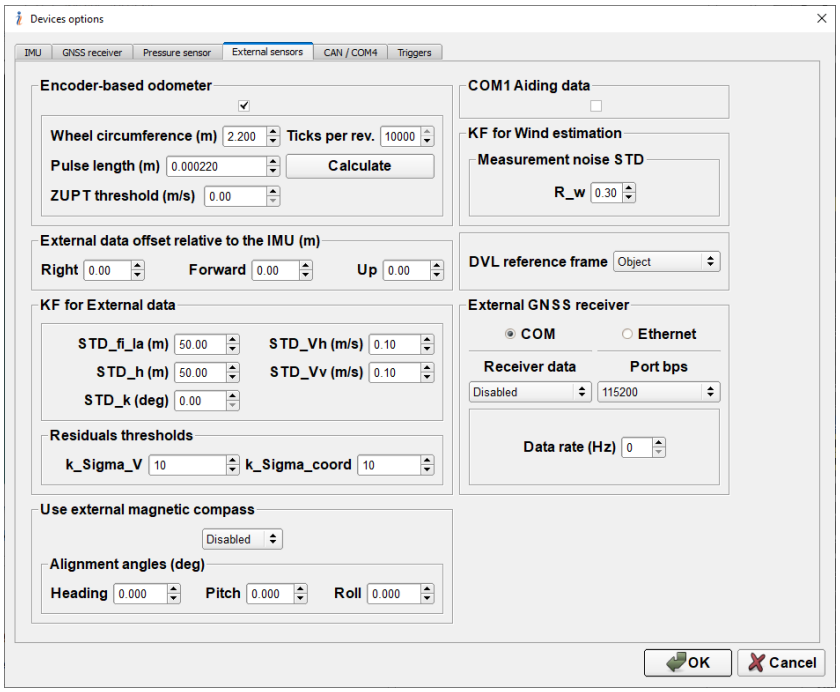

**Fig. 4.12.**
Using external sensors data can greatly improve INS position, velocity, and orientation calculation during long-time GNSS outage. INS GUI allows configuration of INS operation with different types of external sensors. Choice of available external sensors and settings of their parameters can be performed in the "External sensors" tab of the "Devices options" window (see Fig. 4.12).
For using the encoder-based odometer, it is necessary to check the **"Encoder-based odometer"** checkbox (see Fig. 4.12) and configure the following parameters:
Check the **"COM1 Aiding data"** checkbox (see Fig. 4.12) to allow aiding data input. By default, aiding data input is disabled.
To use the SAMC, chose the sensor type from **"Use external magnetic compass"** drop-down list (see Fig. 4.12):
2. Before use of the external SAMC, it is necessary to align the SAMC axes to INS axes (see section 10.9 for details). However, If the procedure of axes alignment cannot be performed, it is possible to set the angles manually in the **Alignment angles** area (see Fig. 4.12).
The option to use an external GNSS receiver has been implemented since firmware version 3.2.8.6. Settings to configure the external GNSS receiver are located on the right side of **"External sensors"** tab of **"Devices options"** window (see Fig. 4.12).
Also, it is necessary to configure the INS Kalman Filter parameters for odometer in the **"External sensors"** tab of the **"Devices options"** window (see Fig. 4.12):